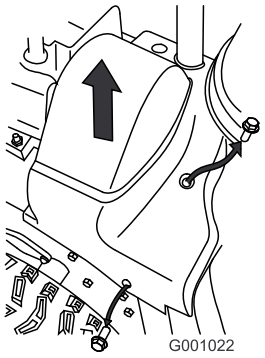

Figur 44
2. Løft remskærmens højre side op (Figur 44).